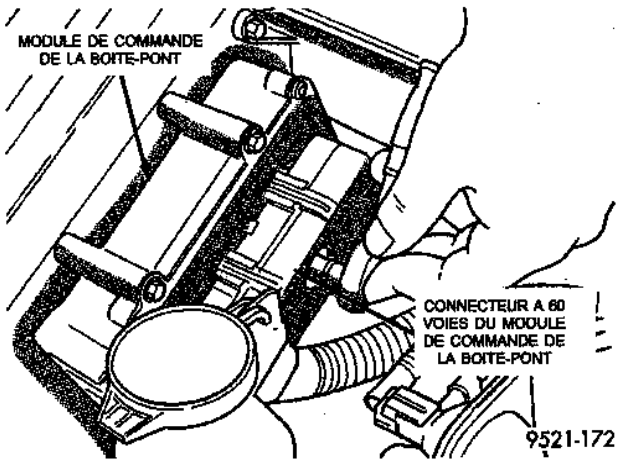

*Fig. 26 Vis de connecteur*
(1) Desserrer la vis de retenue du connecteur à 60 voies placée au centre du connecteur (Fig. 26). Ensuite, débrancher le connecteur à 60 voies du module de commande de la transmission.